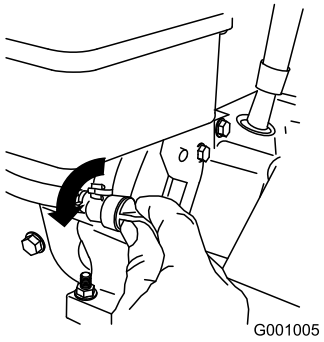

Figur 21
3. Öppna bränslekranen genom att vrida den motsols (Figur 21).